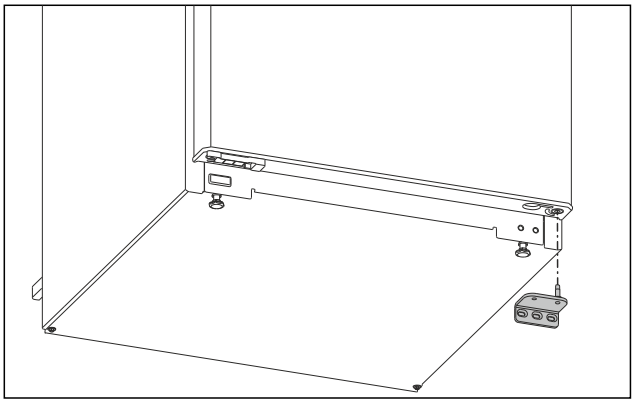

Fig. 5
▶ Fjern lagerbukken nedover. (se Fig. 5)